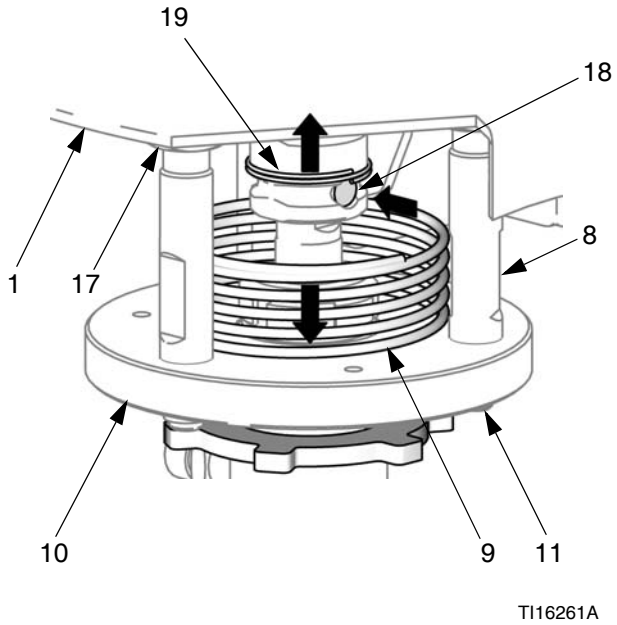

Рис. 12. Отсоединение пневматического двигателя
3. См. Рис. 12. Нажмите на предохранительную пружину (9) и удерживайте ее в таком положении, чтобы получить доступ к управляющему клапану на нижней крышке (18).
4. См. Рис. 12. Нажмите на предохранительную пружину (9) и удерживайте ее в таком положении, чтобы получить доступ к соединительному штифту (18). Поднимите фиксирующую пружину (19) и выньте штифт с помощью отвертки или зубила.
5. Раскрутите и извлеките гайки (11), установленные на нижней стороне стяжных шпилек (8).
6. Снимите основание насоса (12). Крепежная плита (10) будет по-прежнему прикреплена к основанию.
7. Извлеките предохранительную пружину (9).
8. Раскрутите и извлеките гайки (17), установленные на нижней стороне стяжных шпилек. Затем снимите стяжные шпильки. Вследствие этого крепление (1) будет ослаблено.